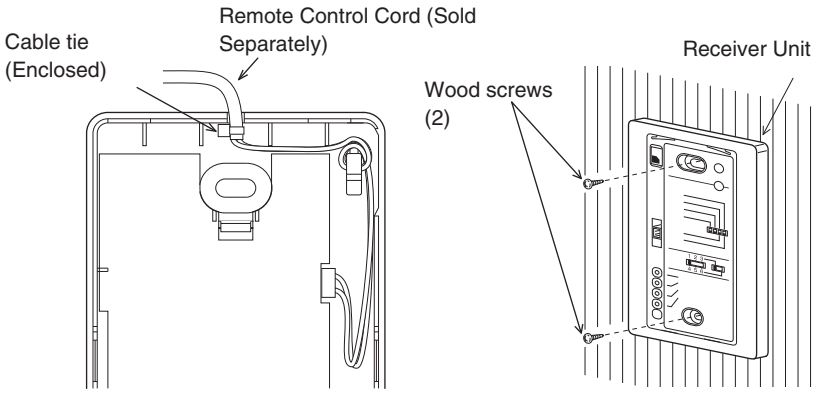

Fig. 3-28
(5) Shape the remote control cord at the top of the PCB so it fits inside the receiver and after configuring the wiring like it is in Fig. 3-28, attach the lower case. When doing this, arrange the head of the cable tie so it face sideways.
(6) Remove the face plate and use the wood screws (2) to install the receiver unit.
(7) Use the cord clip that comes enclosed with the remote control cord to fasten it to the wall.
(8) Attach the face plate.